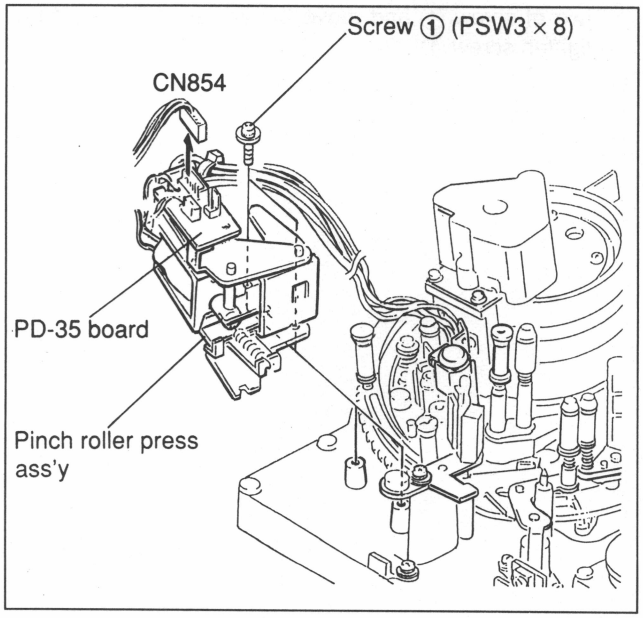

Fig.7-20-1 Pinch Roller Press Ass'y Removal
1. Pinch Roller Press Ass'y Removal (Fig. 7-20-1)